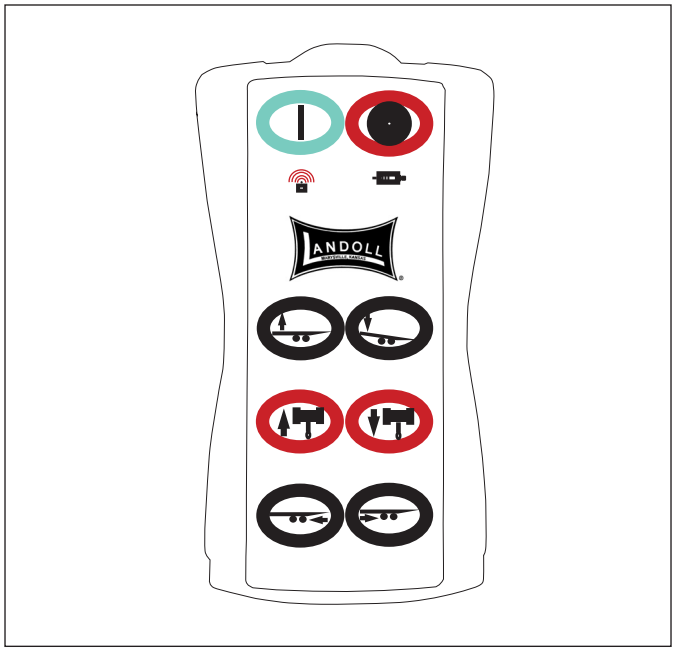

Figure 3-12: Remote Control Receiver
1. A wireless six function radio remote control is available (***See Figure 3-12***.)